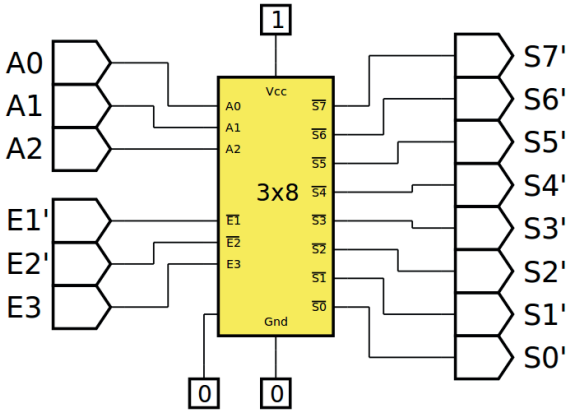

Figura 7.6 – Diagrama esquemático.
4. Utilize um programa de simulação em computador (SmartSim, Atanua, Qucs) faça a simulação do circuito da figura 7.6. Compare os resultados com a tabela 7.1.